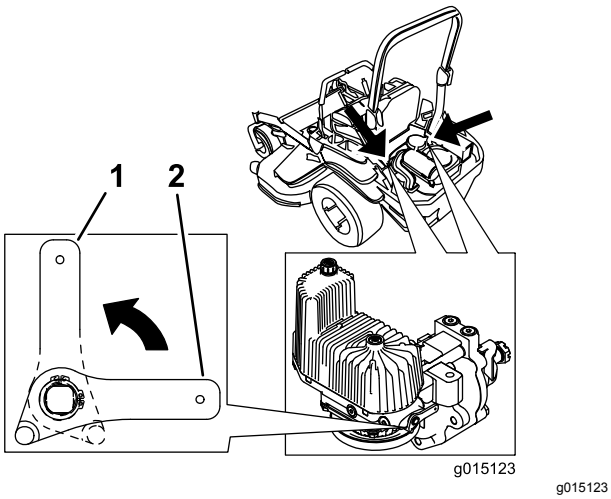

Figur 43
3. Vri løseventilspakene vertikalt for å skyve maskinen (Figur 43).
5. Vri løseventilspakene horisontalt for å kjøre maskinen (Figur 43).